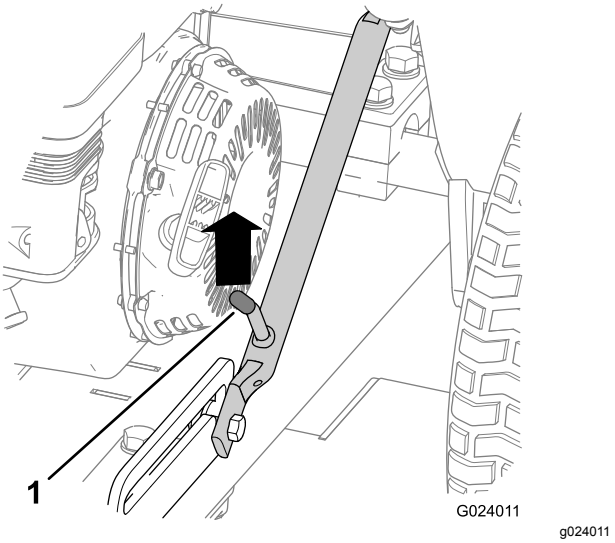

Figure 7
4. Poussez le dispositif d'attelage vers le haut jusqu'à ce que le levier de verrouillage soit dégagé du verrou de la glissière (Figure 7).